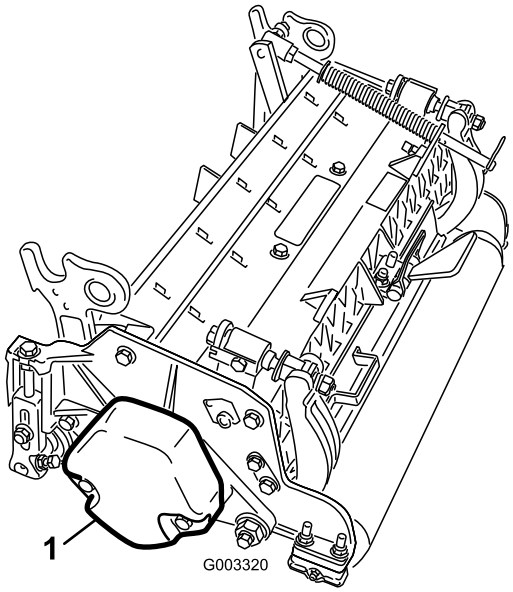

Figur 6
1. Fjern de to maskinskruer, der fastgør kontravægten på venstre ende af klippeenheden, på klippeenhed nr. 2 og 4. Fjern kontravægten (Figur 6).